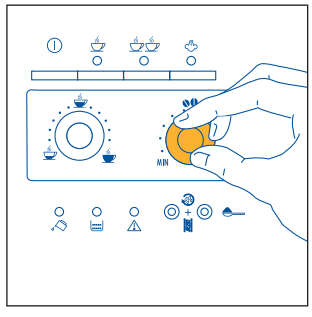
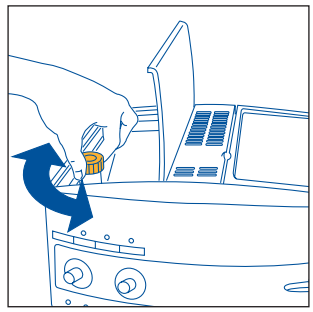

Fig.7
Fig.17
2) Réglez le bouton de droite (fig. 7) pour programmer le goût désiré du café. Plus vous tournez dans le sens des aiguilles d'une montre et plus la quantité de grains à moudre augmentera et donnera un café plus fort. Lors de la première utilisation, il faut procéder par tentatives et faire plusieurs cafés pour trouver la bonne position du bouton. Attention à ne pas trop tourner dans le sens des aiguilles d'une montre, le café risquerait de couler trop lentement (goutte à goutte) surtout si vous devez faire deux tasses de café.
NOTA 1: ***Si le café coule goutte à goutte ou s'il ne sort pas du tout****, , tournez le bouton de réglage de la mouture (fig. 17) d'un cran dans le sens des aiguilles d'une montre (voir § 6). Tournez d'un cran à la fois jusqu'à obtention d'un débit satisfaisant*
NOTA 2: *si le café coule trop vite et que la crème n'est pas satisfaisante, tournez légèrement le bouton de droite (fig.7) dans le sens des aiguilles d'une montre. Procédez par tentatives et faites plusieurs cafés pour trouver la bonne position du bouton. Attention à ne pas trop tourner dans le sens des aiguilles d'une montre, le café risquerait de couler trop lentement (goutte à goutte) surtout si vous devez faire deux tasses de café. Si, au bout de quelques cafés la crème obtenue n'est pas satisfaisante, tournez également le bouton de réglage de la mouture (fig.17) d'un cran en sens inverse des aiguilles d'une montre (voir § 6).*
Pour résoudre ce problème, il faut régler le degré de mouture du moulin à café en tournant le bouton de réglage (fig.17) d'un cran en sens inverse des aiguilles d'une montre (voir chap. 6)
Le moulin à café ne doit pas être réglé, du moins au début, puisqu'il est préréglé en usine pour que le café coule correctement. Cependant, si après les premiers cafés le café coule trop vite ou trop lentement (goutte à goutte) vous devez régler le problème en agissant sur le bouton de réglage du degré de mouture (fig. 17). Pour obtenir une sortie plus rapide du café (sans gouttes) tournez le bouton d'un cran (égal à un chiffre) dans le sens des aiguilles d'une montre.